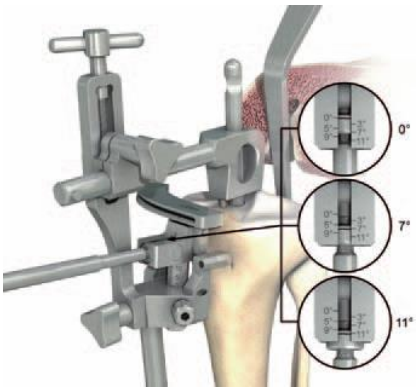

рис. 22
2.3.3 Настройка заднего наклона (рис. 22)
Используйте шестигранную отвертку чтобы установить задний наклон, соответственно анатомии и дооперационного планирования (измерения сагиттальных рентгеновских снимков) как требуется 0°–11° (рис.22)